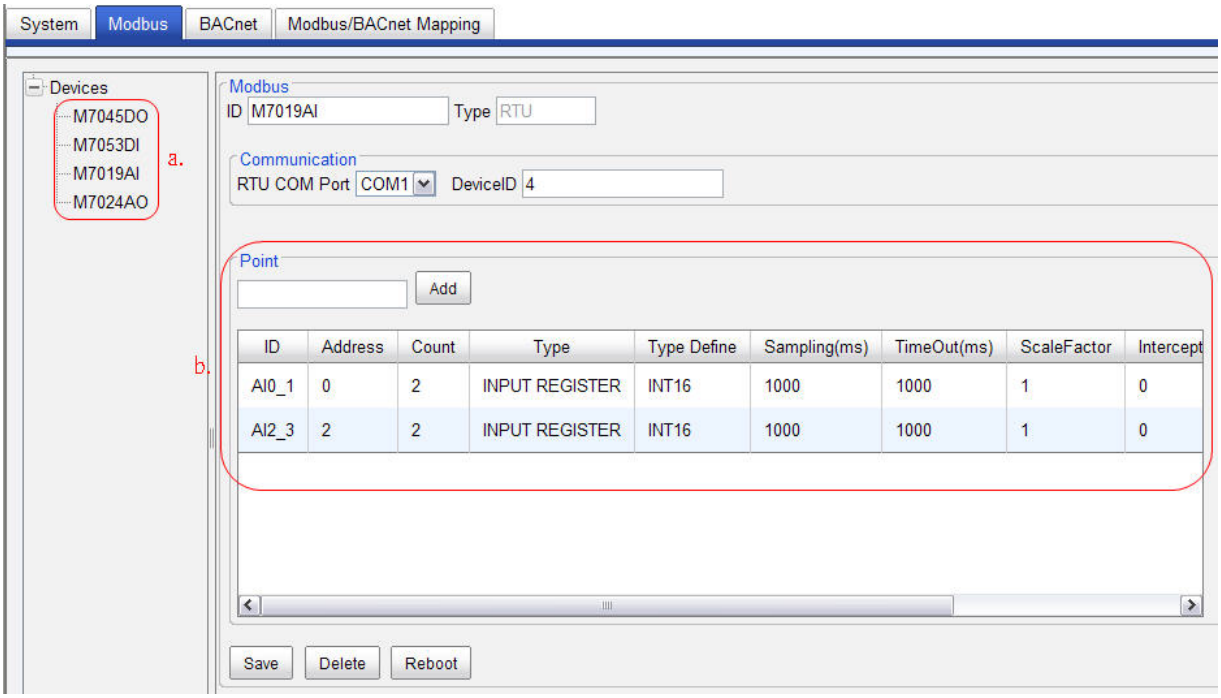

Figure 12. Device and point information
a. Select a Device in the Devices list as shown in Figure 12 (the string with the shadow)